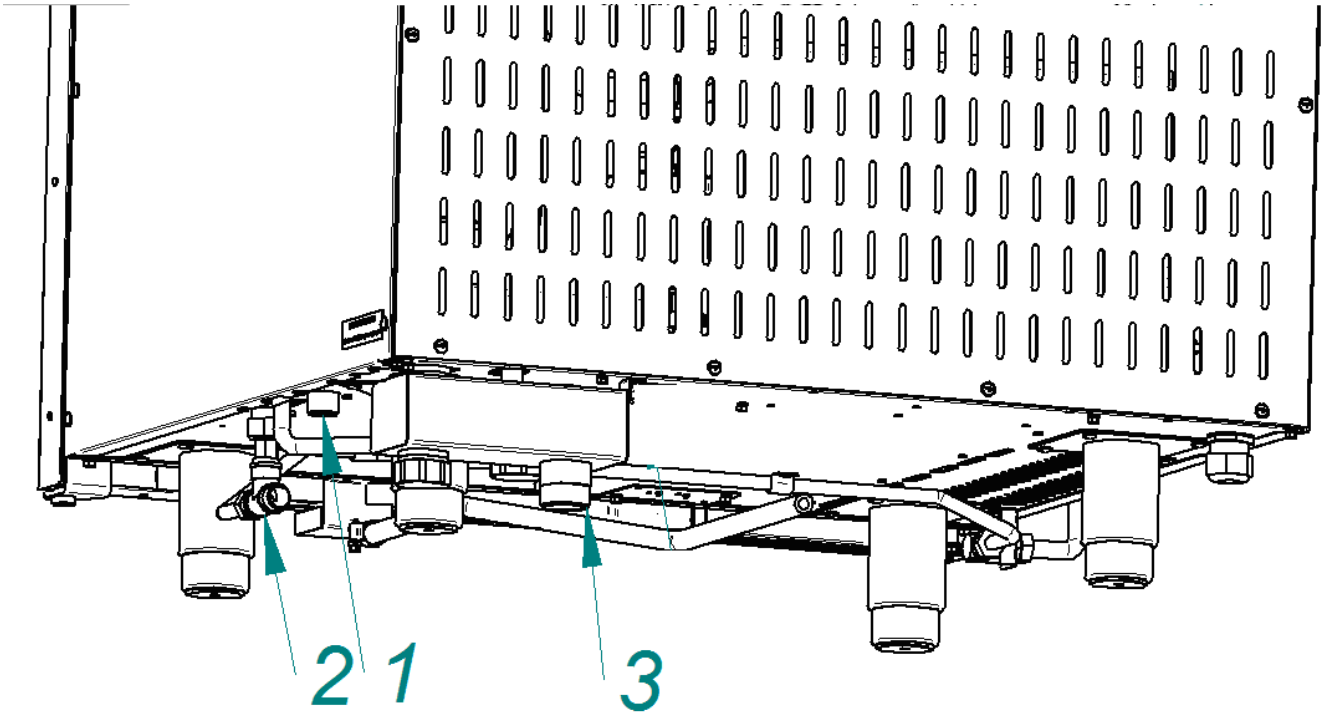

Рис. 4. Подключение к системе водоснабжения
- G3/4 (см. рис. 4 поз. 1 (наружная резьба)) – подача воды в духовку. Подключать только через водоумягчительную установку. Рекомендуется установить BRITA PURITY C300 Quell ST.;.
- G1/2” (см. рис. 4 поз. 2 (наружная резьба)) – душевому устройство и охлаждение коробки слива. Допускается подключать к системе водоснабжения без водоумягчительной установки.
- подключите пароконвектомат к системе канализации используя шланг, входящий в комплект поставки - подключение через штуцер с резьбой G1¼” рис. 4 поз. 3. К канализационной сети следует предусматривать присоединение с разрывом струи не менее 20 мм. от верха приемной воронки (СНиП 2.04. 01-85 п. 17.11. см. рис. 12).